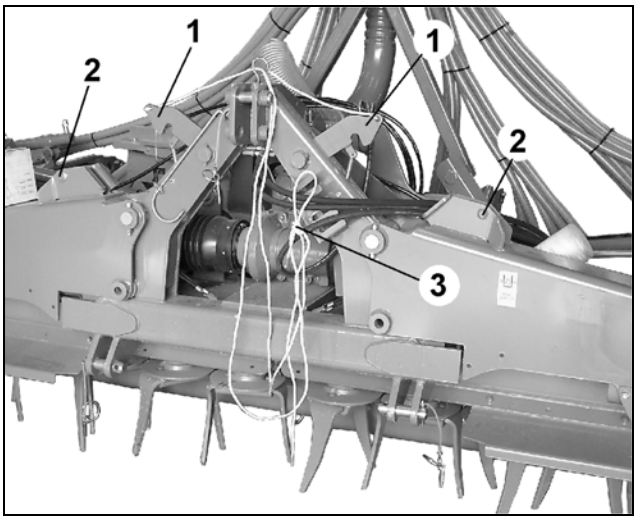

図 110
- 機械を展開しますが、その前にトラクターのキャビンからロープによるロックを解除します（図 110/3）。